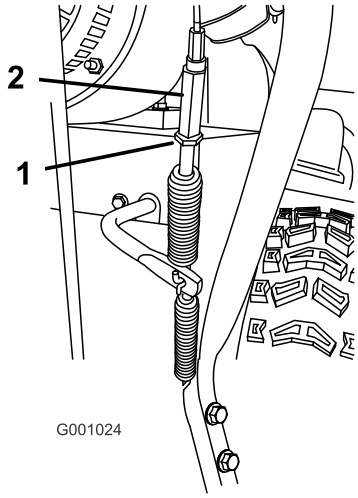

**Figur 46**
5. Lossa kontramuttern (se Figur 46).
6. Lossa eller dra åt spännmuttern som reglerar kabelanspänningen (Figur 46).